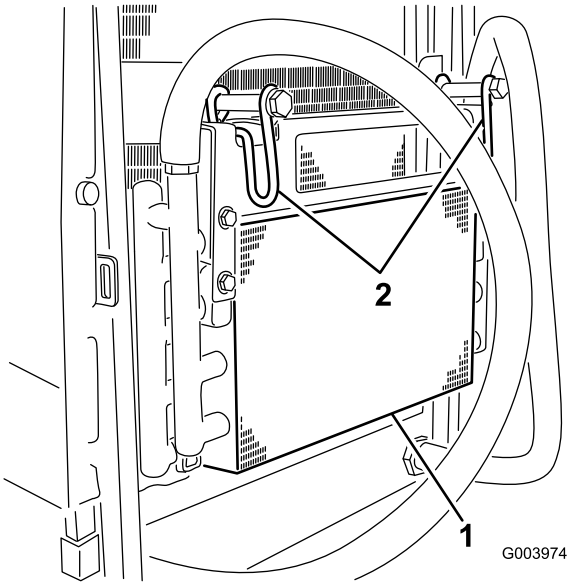

**Figuur 62**
5. Draai de vergrendelingen naar binnen om de oliekoeler los te maken (Figuur 62).